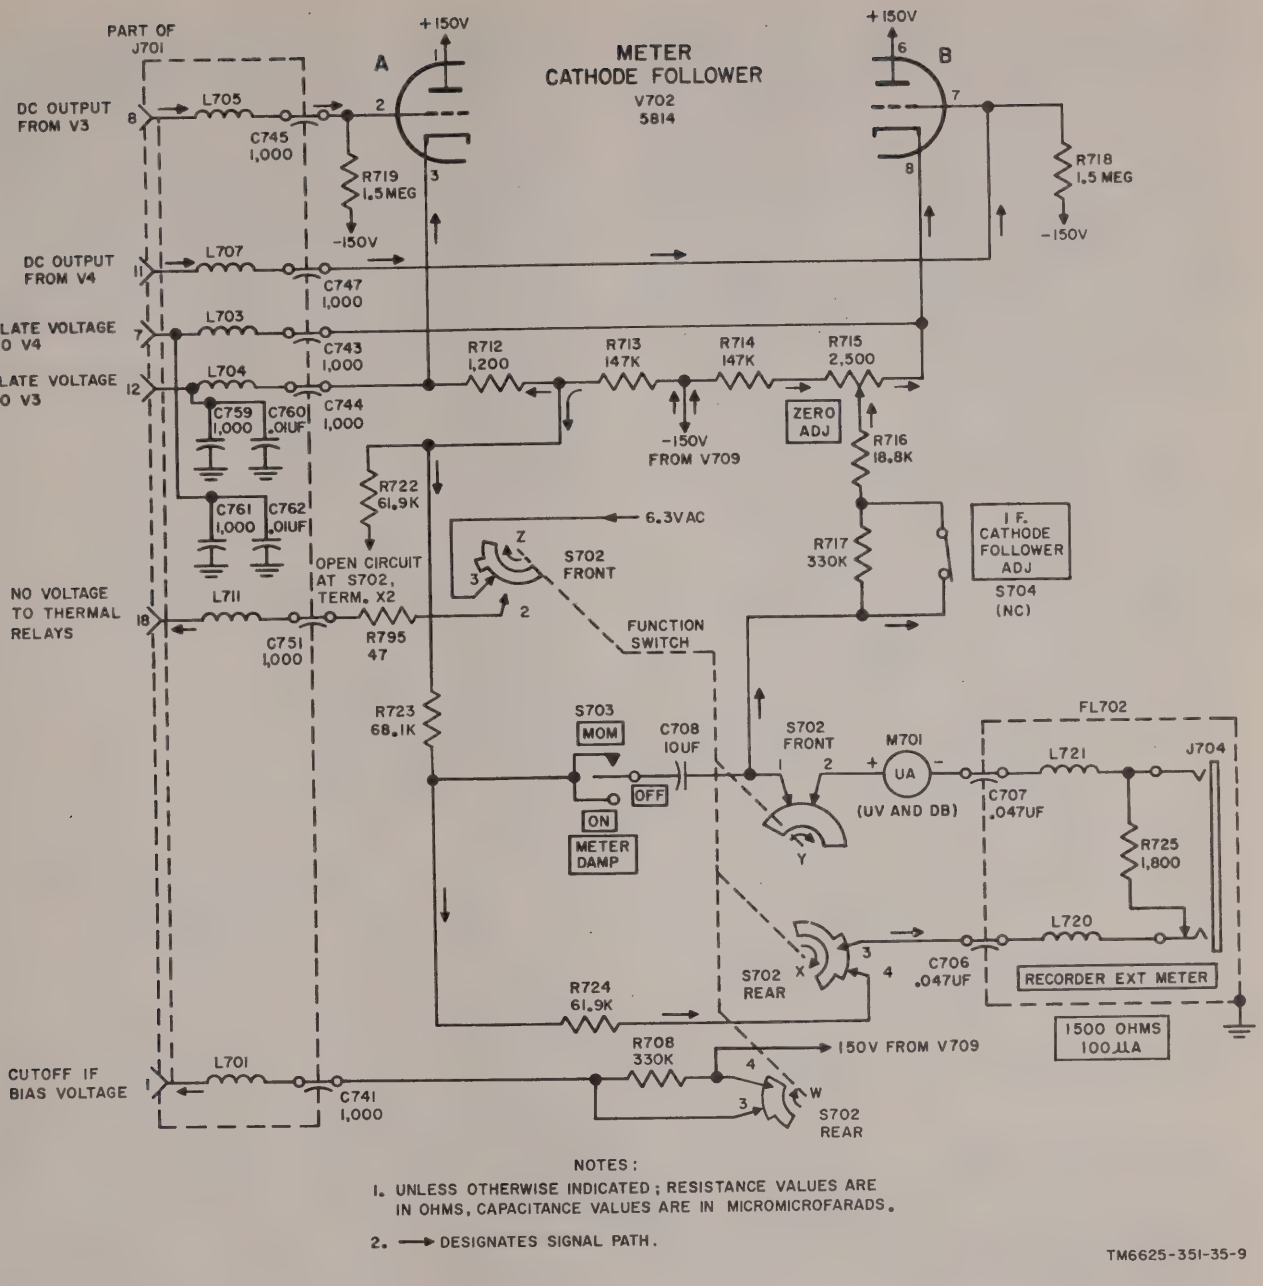

Figure 10. Cathode follower and meter circuit, ZERO ADJ position of function switch.
20. ZERO ADJ Position of Function Switch (fig. 10)
Figure 10 shows that the output of cathode follower V702A no longer has a path of continuity through terminals 2 and 3 of switch S702 (rear). The various sections of the function switch permit zeroing the meter indication, in the absence of an incoming meter signal as follows: